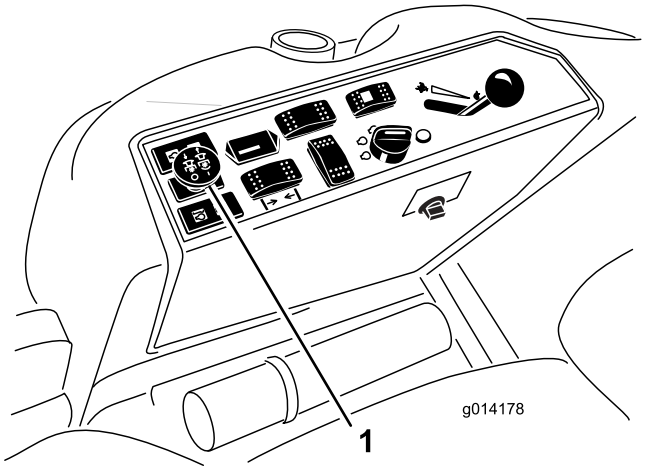

Figur 15
3. Trekk kraftuttaksbryteren opp for å aktivere den (Figur 15).